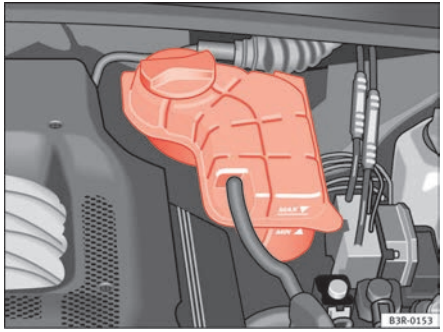

Fig. 167 Engine compartment: Liquid coolant deposit
– Check the coolant level on liquid coolant expansion tank ⇒ fig. 167. When the engine is cold, it should be between the “min” and “max” marks. When the engine is hot, it may be slightly above the “max” mark.
– Cover the cap on the expansion tank ⇒ fig. 167 with a cloth, and **carefully** unscrew the cap anti-clockwise ⇒ ⚠.